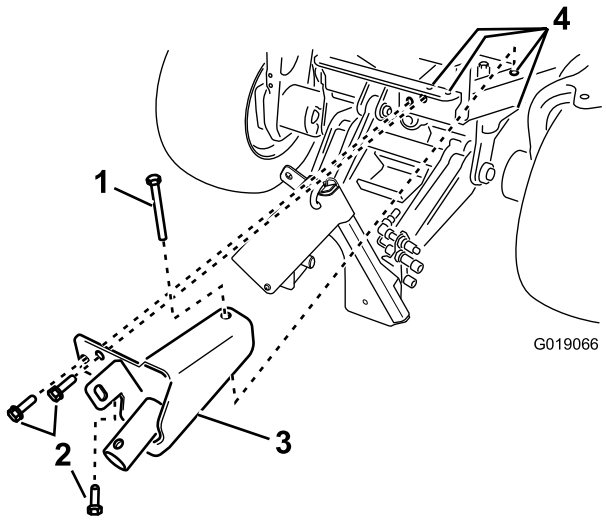

Bild 3
4. Befestigen Sie die Wagenheberhalterung mit drei Sechskantbundschrauben (1/2 x 1-1/2"), einer Sechskantschraube (1/2 x 4-1/2") und vier Sicherungsmuttern am Maschinenrahmen (Bild 3).